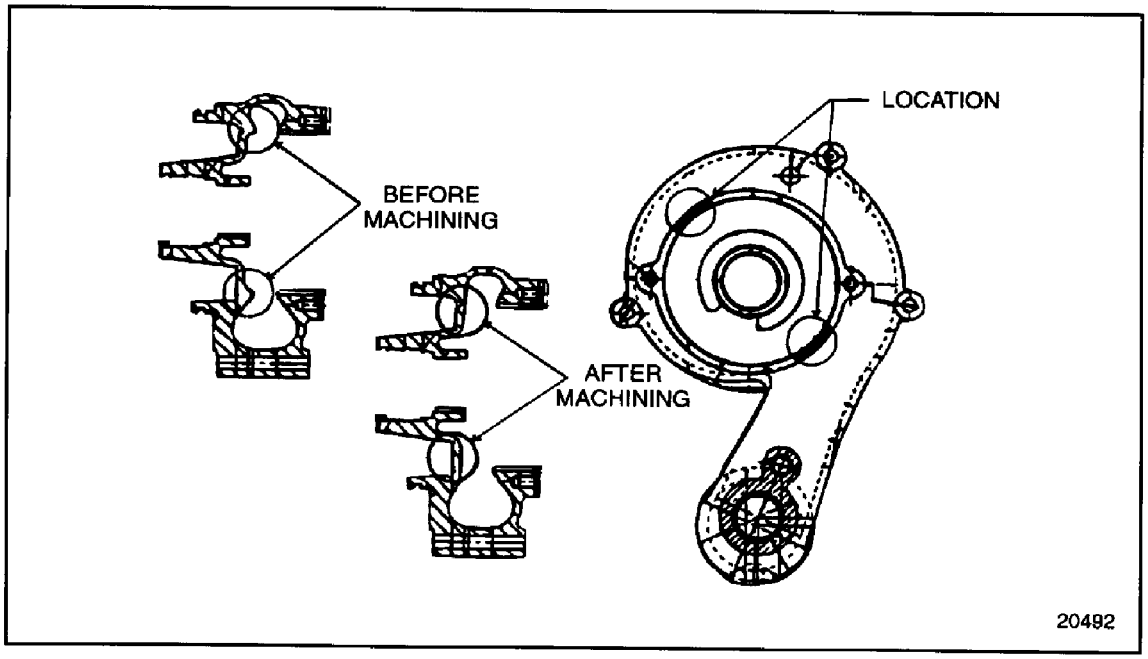

Figure 4-42 Water Pump Body Modification (FM)
2. Inspect the water pump housing for relief slots in the water seal cavity. If pump is without the relief slots, modify the area in which the impeller rides to add the slots. See Figure 4-42.
[b] Using a die grinder (if possible, have professionally machined), remove 38.1 mm (1.5 in.) of material in the 10 o'clock and 4 o'clock positions of the raised belt that surrounds the water pump impeller. See Figure 4-42. Enough material should be removed so that, when machined, the slot is flush with the rest of the casting.